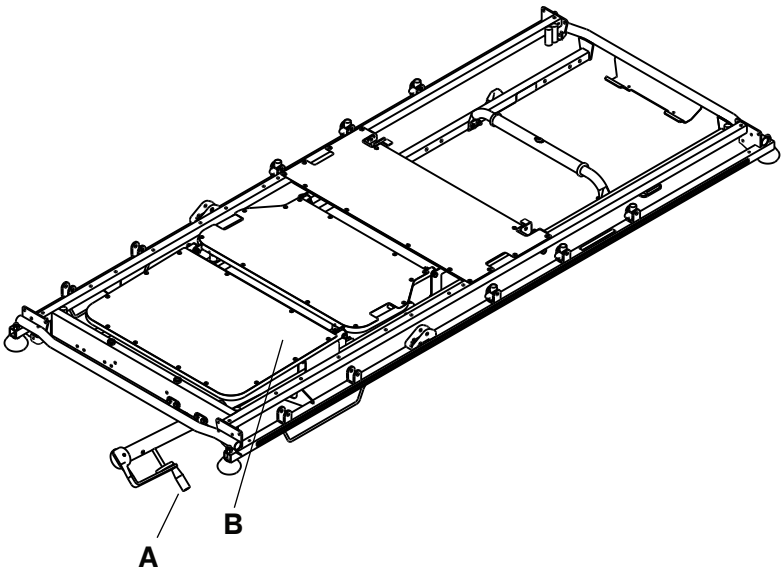

Figur 6 – Knästöd och vevhandtag
Vrid vevhandtaget (A) medurs för att höja knästödet (B) (Figur 6).